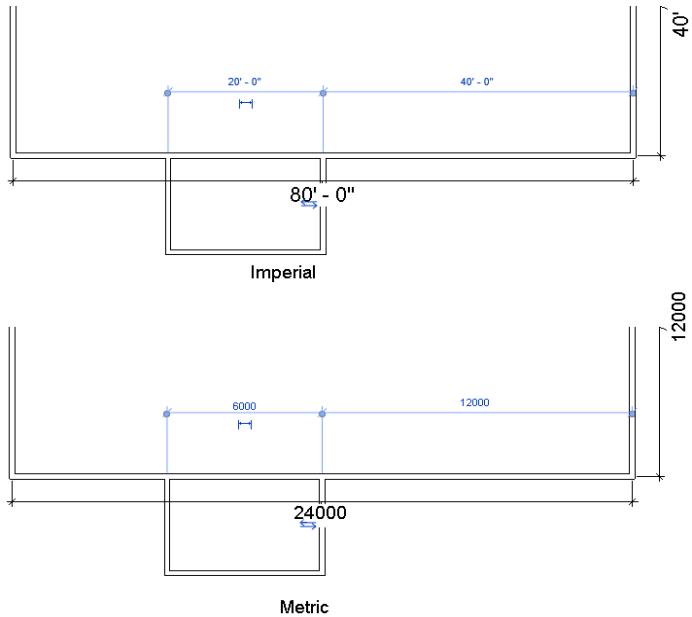

Figure 3-63 *The completed exterior profile of Office Building*
g. Sketch the interior walls based on the given parameters, refer to Figures 3-63 through 3-69.
5. Now you need to draw the third wall segment. To do so, move the cursor upward and enter **13'** for Imperial or enter **3900 mm** for Metric as the value of the length and press ENTER. The other exterior wall segments are created, as shown in Figure 3-63.